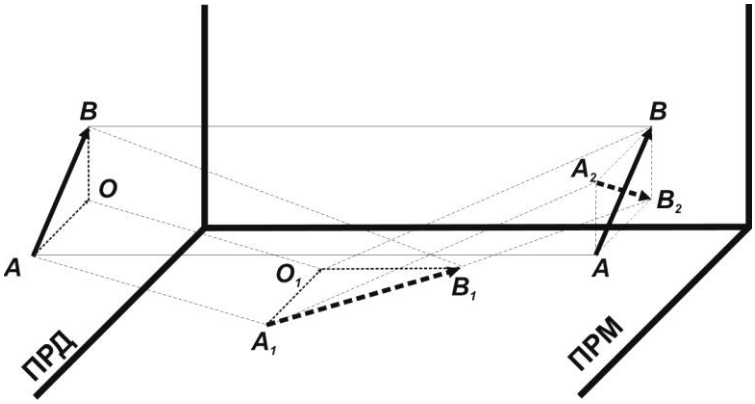

Рис. 6.1
6.1.1 Принцип работы извещателя запатентован («Радиоволновой способ обнаружения объектов», Патент РФ №2348980) и основан на обнаружении нарушителя по вызываемому им изменению параметров соответствующим образом поляризованного электромагнитного поля. Плоско поляризованное электромагнитное поле (ЧЗ) формируется между БПРД и БПРМ в виде вытянутого эллипсоида вращения, причем вектор поляризации **АВ** (см. рис. 6.1) формируется под углом ≈45° по отношению к прилегающим поверхностям (земле, заграждению и т. п.). Отраженные от поверхностей волны (вектор $\mathbf{A_2B_2}$) попадают на антенну **ПРМ** под углом ≈ 90° по